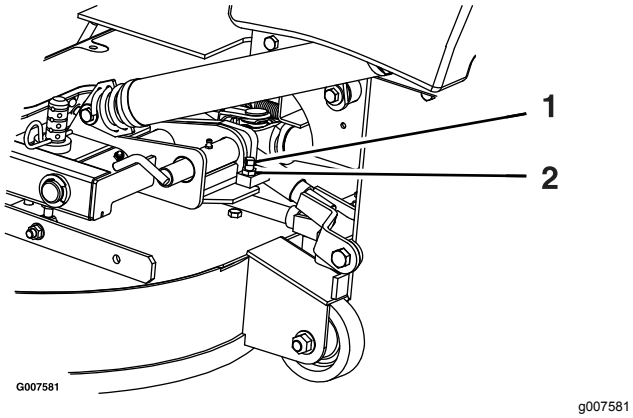

Figur 81
2. Lossa kontramuttern och vrid stoppskruven medurs tills låssprinten sitter fast och inte längre går att vrida för hand (Figur 81).